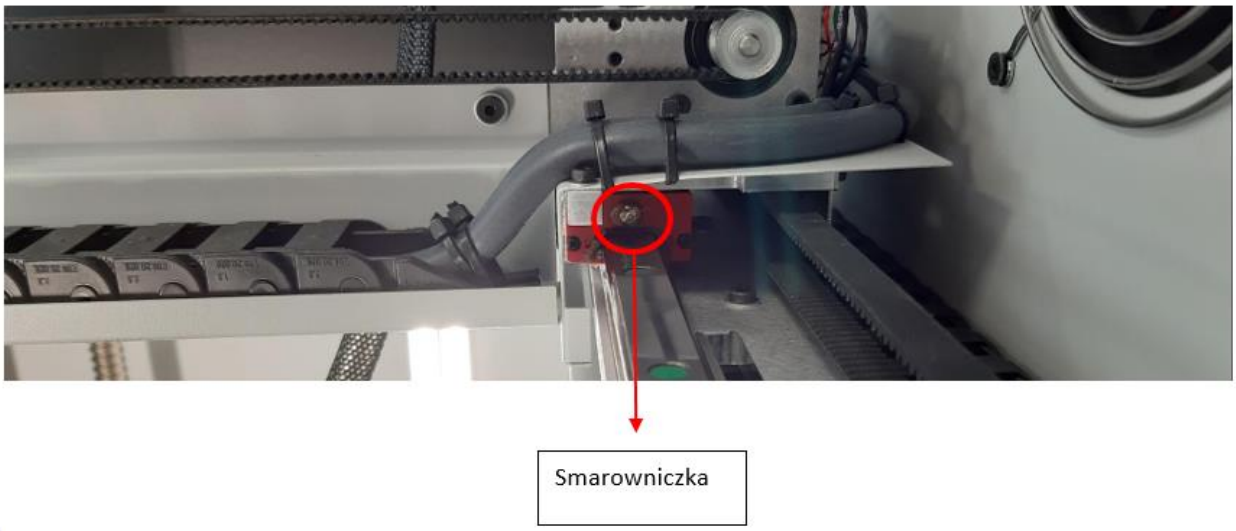

Rys. 32 Smarowanie tylnego wózka liniowego osi X
- Powtórz czynność dla tylnego wózka osi X (rys.32).